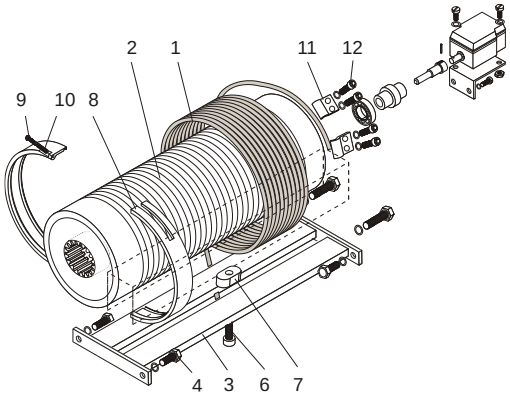

figure 4.8
To lubricate the rope location grooves, loosen the socket head screw (6) fig. 4.8, and remove the guide key (7) and the guide anti-rotation elements. Once this has been completed rotate the guide until a good position is obtained to loosen the bolt (9), ensuring that the spring (10) is removed.